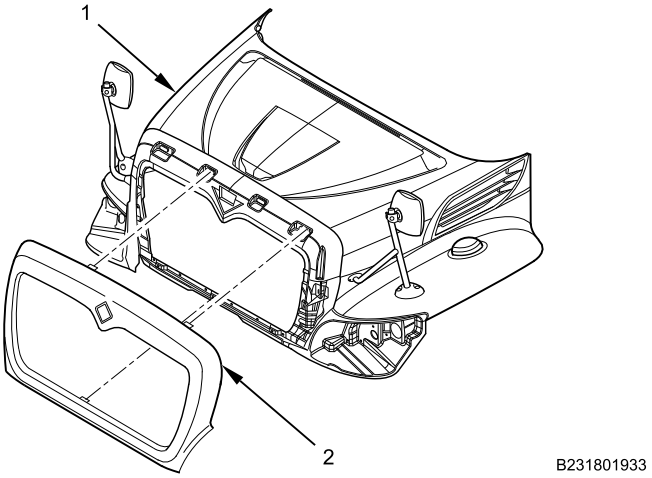

Figure 3. Hood Grille Surround Assembly.
1. Install new spring clips on surround (Figure 3, Item 2).
2. Position hood grille surround assembly (Figure 3, Item 2) on hood assembly (Figure 3, Item 1) and snap in place.